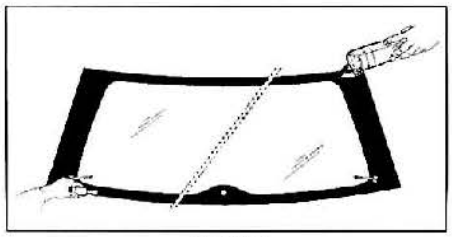

FIG. 97
• Enrasar la cola restante en la luneta tras. con la cuchilla eléctrica o bien con una espátula **(fig. 97).**